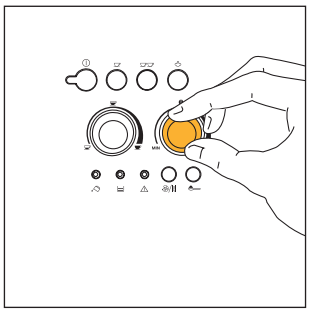
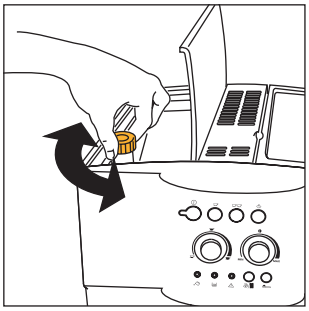

Abb.7
Abb.17
2) Mit dem rechten Drehknopf (Abb. 7) die Einstellung des gewünschten Kaffeegeschmacks vornehmen. Je weiter Sie nach rechts drehen, desto höher ist die Kaffeebohnenmenge, die die Kaffeemaschine mahlen wird; demzufolge wird auch der Kaffeegeschmack stärker ausfallen. Beim ersten Gebrauch der Kaffeemaschine bereiten Sie versuchsweise mehrere verschiedene Kaffees zu, um die für Sie richtige Position des Drehknopfs herauszufinden. Achten Sie darauf, nicht zu weit nach rechts zu drehen, da sonst das Risiko besteht, dass die Kaffeeausgabe zu langsam erfolgt (tröpfchenweise), vor allem bei dem Bezug von zwei Tassen Kaffee.
HINWEIS 1: ***Wenn der Kaffee tröpfchenweise oder nicht ganz heraustritt,*** *muss der Drehknopf zur Einstellung des Mahlgrads (Abb. 17) um eine Position nach rechts gedreht werden (siehe Kap. 6). Drehen Sie jeweils um eine Position, bis eine zufriedenstellende Kaffeeabgabe erreicht wird.*
HINWEIS 2: *: Falls der Kaffee zu schnell heraustritt und die Crema nicht nach Ihrem Geschmack ausgefallen ist, den rechten Drehknopf (Abb. 7) etwas nach rechts drehen. Gehen Sie versuchsweise vor, und bereiten Sie mehrere Kaffees zu, um die richtige Position des Drehknopfs herauszufinden. Achten Sie darauf, den Drehknopf nicht zu sehr nach rechts zu drehen, da sonst das Risiko besteht, dass der Kaffee zu langsam ausläuft (tröpfchenweise), vor allem bei der Zubereitung von zwei Tassen Kaffee. Falls nach einigen Kaffees, die Crema noch immer nicht zu Ihrer Zufriedenheit ausfallen sollte, drehen Sie auch den Drehknopf zur Einstellung des Mahlgrads (Abb. 17) um eine Position nach links (siehe Kap. 6).*
Zur Behebung dieser Störung muss der Mahlgrad des Mahlwerks neu eingestellt werden. Hierzu den Drehknopf zur Einstellung des Mahlwerks drehen (Abb. 17), und zwar um eine Position nach links (wie in Kap. 6 beschrieben).
Falls die Kaffeeausgabe dennoch nach den ersten Kaffees zu schnell oder zu langsam (tröpfchenweise) erfolgen sollte, muss dies durch den Drehknopf zur Einstellung des Mahlgrads (Abb. 17) korrigiert werden.Durch Drehen um eine Position nach rechts (entspricht einer Ziffer), erfolgt eine schnellere Kaffeeausgabe (nicht tröpfchenweise).